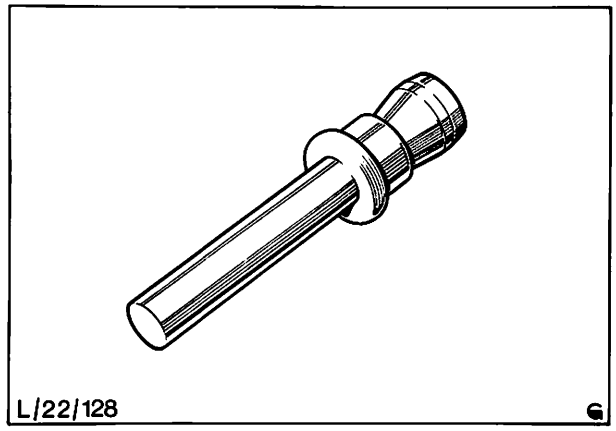
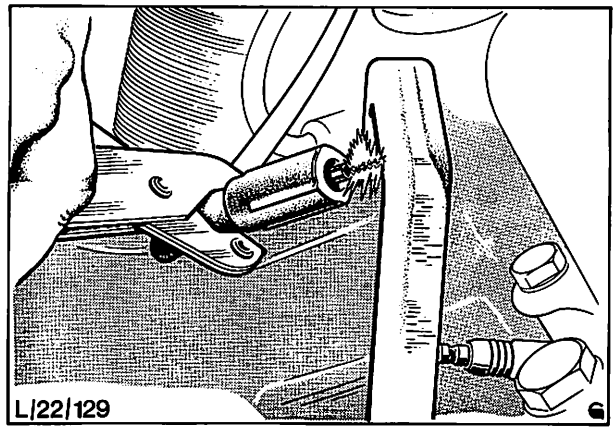

Abb. 25 Mittelelektrode einer alten Zündkerze
Abb. 26 Zündspannung am Zündkabel Nr. 1
b) Vakuumpumpe an Unterdruckdose (Anschluß-Rückverstellung) des Zündverstellers anschließen, Motor anlassen und mit 2000 /min laufen lassen (Abb. 25).
1. Zur Überprüfung des Funkens am Kerzenstecker wird der Stecker durch einen geeigneten Stift (Mittelelektrode einer alten Zündkerze, Abb. 25) verlängert und mit einer Isolierzange (Zündspannung 40000 Volt!) etwa 5 mm von Masse gehalten, Abb. 26.